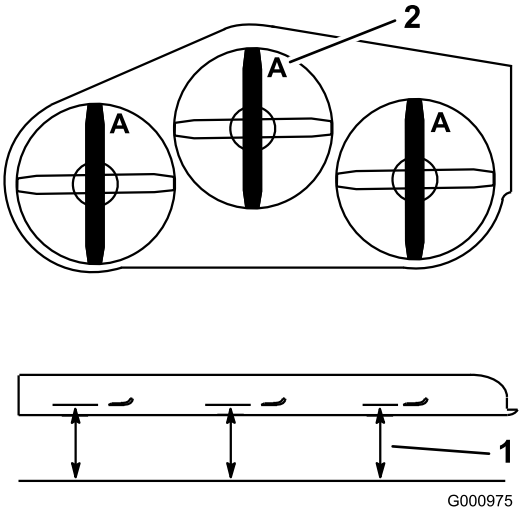

Figure 93
3. Tournez les lames dans le sens longitudinal (Figure 93). Mesurez la distance entre la surface plane et le tranchant (position **A**) des lames (Figure 93). Notez cette valeur.